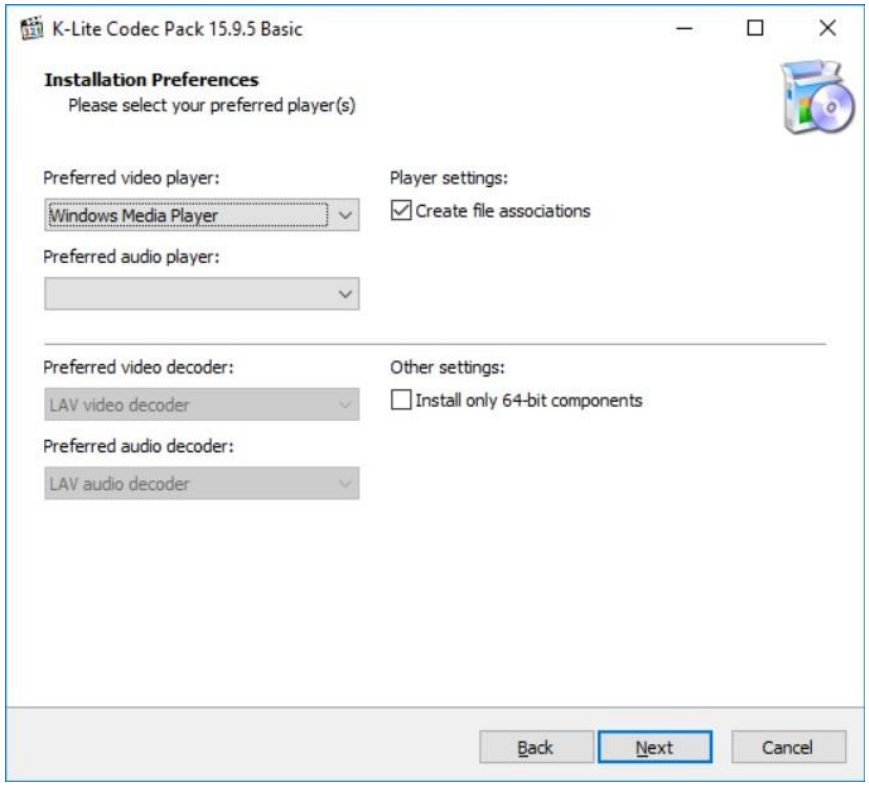

图31-安装偏好
2. 在视频播放器首选项和"***创建文件关联***"措辞中选择"***窗口媒体播放器***"（图31）